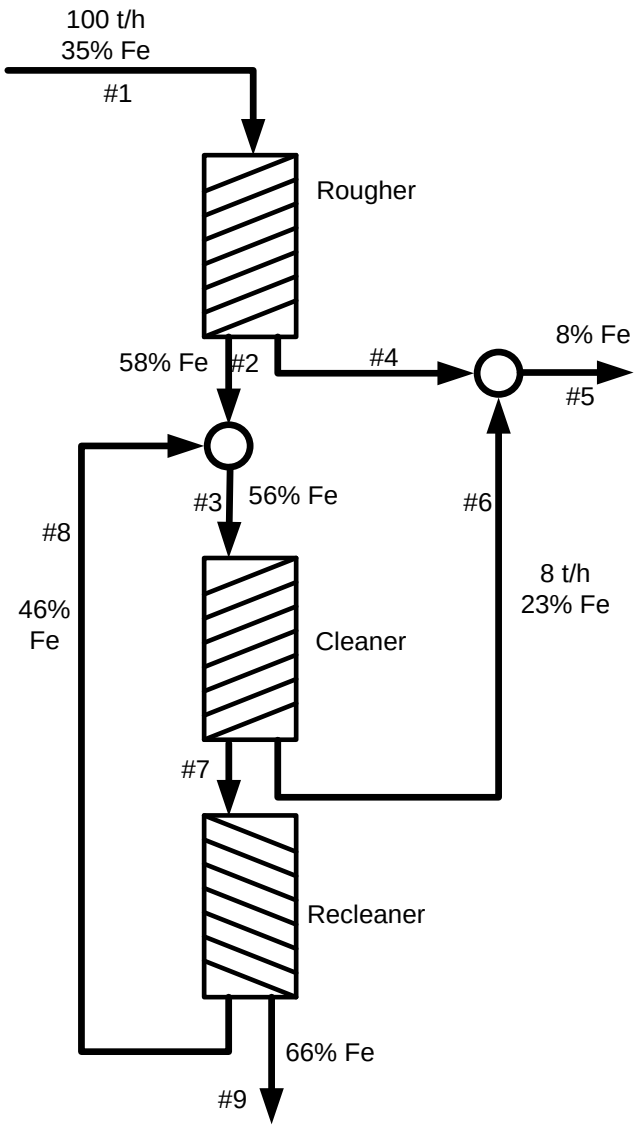

Figure 3. Spiral concentration circuit.
c. A spiral concentration circuit is shown in Figure 3 with some Fe and SiO_2 assays. Using the data of Figure 3 calculate:
iii. The ore circulating load (t/h) in stream #8 (see Figure 3) (5 points).